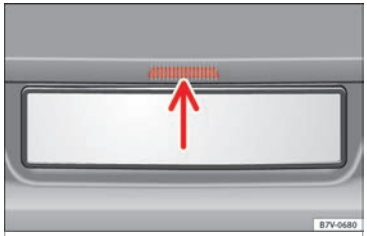

Fig. 53 Opening the boot hatch from the outside
- Raise the rear lid using the button ››› **Fig. 53** (arrow).
- **OR:** press the ››› **Fig. 53** boot hatch button (arrow).
- **OR:** press the ››› Fig. 53 boot hatch button (arrow).